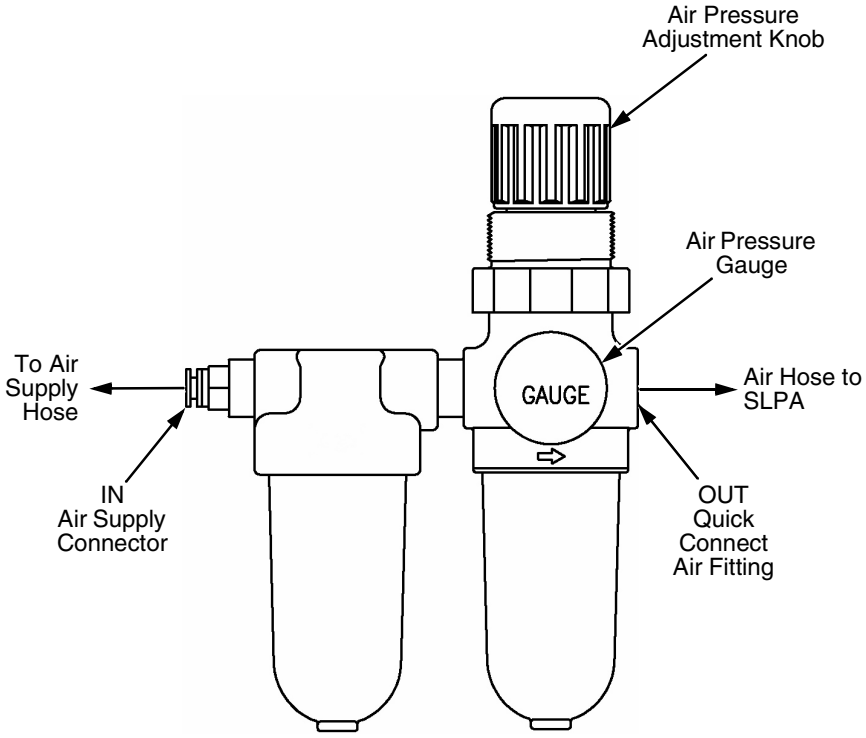

Figure 4. Air Filter
8. Connect the air supply hose to the air supply connector marked IN. (Figure 4.)
11. Adjust the air pressure to 90 ±10 psi using the air pressure adjustment knob and the air pressure gauge (Figure 4): pull up the knob, then rotate it clockwise to increase pressure or counterclockwise to decrease pressure. Push in the knob when you have set the pressure.